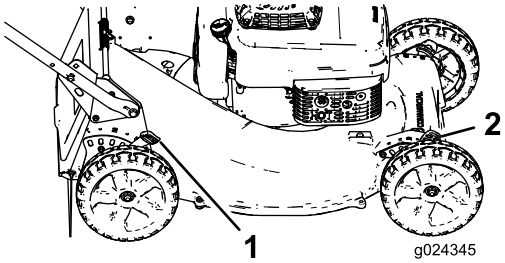

**Figuur 14**
1. Druk de maaihoogtehendel tegen het wiel (Figuur 14) en kies de gewenste maaihoogte.